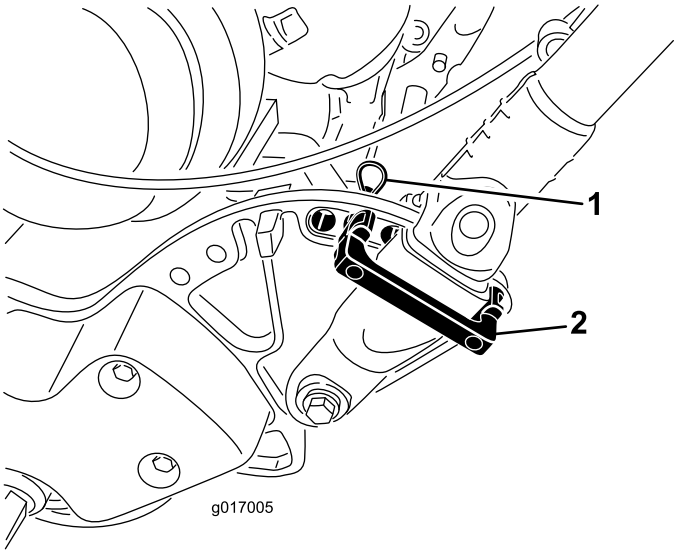

Figur 6
1. Mens du støtter håndtaket fjerner du kabelfestene som fester håndtaksklemmene til sideplatene (Figur 6).
2. Sving håndtakene til ønsket driftsposisjon, før inn en håndtaksholder over håndtaksklemmen og inn i de tilsvarende hullene i sideplatene (Figur 6).
3. Fest klemmen i posisjon med en hårnålssplint (Figur 6).